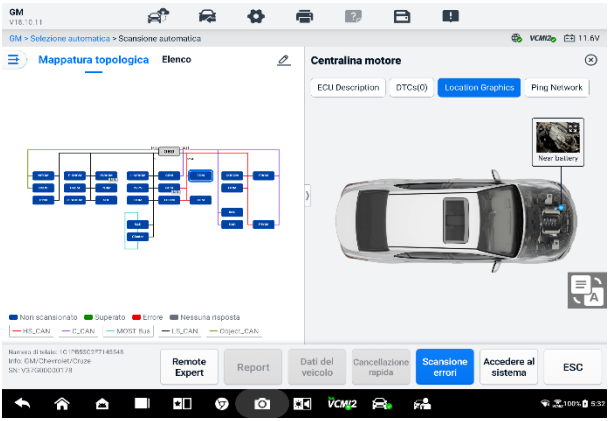

Figura 6-8 ***Pagina della scheda Topologia***
La schermata del menu principale (vedere *Figura 6-8 Schermata del menu principale di diagnostica)* consente agli utenti di leggere e cancellare i codici o di eseguire funzioni diagnostiche complete per l'automotive, e così via. Dopo aver selezionato la funzione, il tablet stabilirà una comunicazione con il veicolo tramite il VCMI2 e accederà al menu
1. Toccare il pulsante dell'applicazione **Diagnostica** nel menu di lavoro MaxiSys. Selezionare le informazioni corrispondenti sul veicolo e accedere alla schermata del menu principale (vedere *Figura 6-8 Schermata del menu principale di diagnostica*).